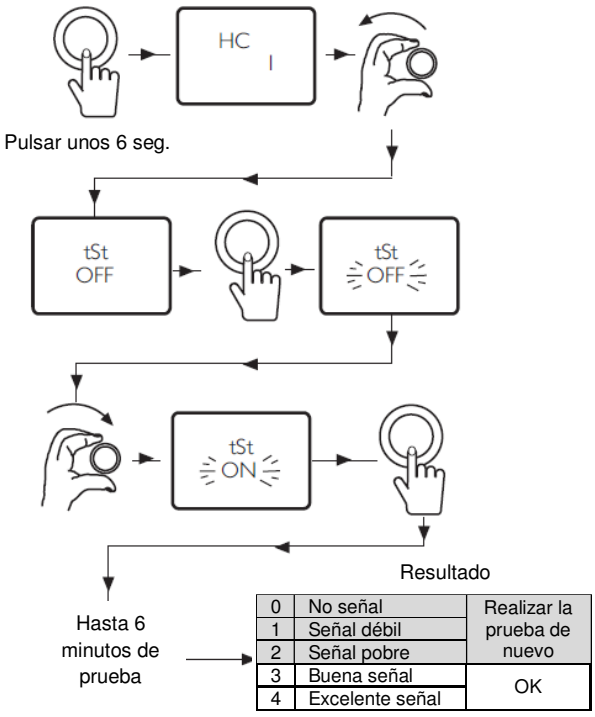

Fig. 14: Prueba de intensidad de la señal
2. Si aparecen los códigos de error **E83** ó **E85**, significa que hay un problema de comunicación. Ver Fig. 14.